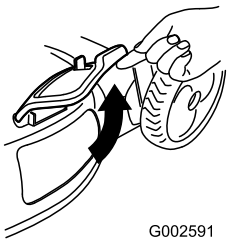

Figura 21
2. Alzate lo sportello di scarico laterale per aprirlo (Figura 21).